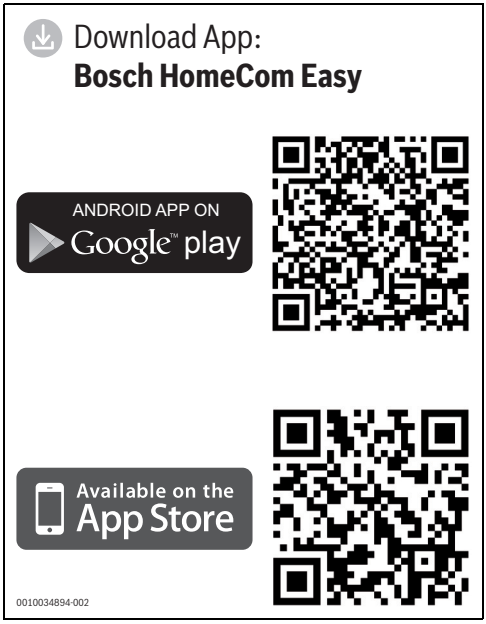

Bild 1 QR-Codes zum Download der App
▶ Aus dem Internet die App Bosch HomeCom Easy laden (→ Bild 1 auf Seite 3).